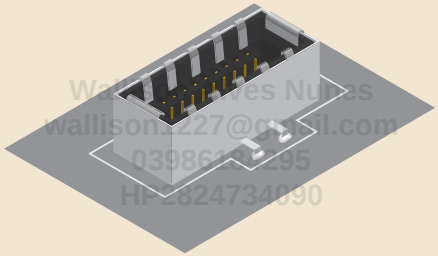

Figura 3.16: Conector USB 3.1 interno.
- Você pode disponibilizar essas portas USB internas da placa-mãe no painel traseiro do gabinete. Para isso, precisará utilizar adaptadores, como o ilustrado na *Figura 3.16*. Algumas placas-mãe vêm com esse tipo de adaptador em sua caixa, mas nada impede que você o adquira de forma avulsa.